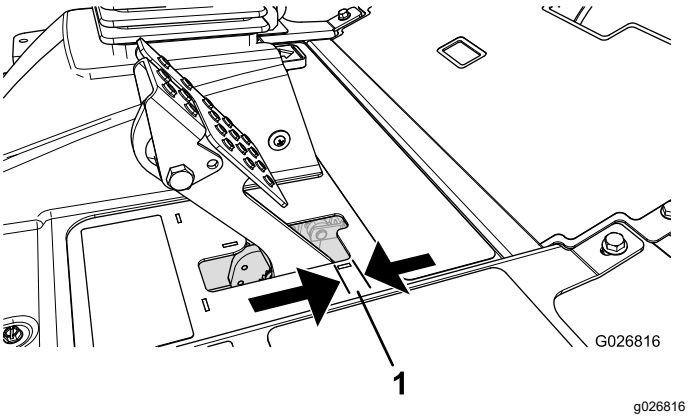

Рисунок 138
4. Слегка нажмите педаль тормоза и измерьте расстояние перемещения педали без сопротивления (Рисунок 138).
Примечание: Отрегулируйте тормоза, если свободный ход (Рисунок 138) педали тормоза превышает 2,5 см или требуется большее усилие нажатия стояночного тормоза для торможения.
6. Затяните задние гайки, чтобы переместить трос назад так, чтобы свободный ход педалей тормоза составил от 6 до 13 мм (Рисунок 138) до момента фиксации колес стояночным тормозом.